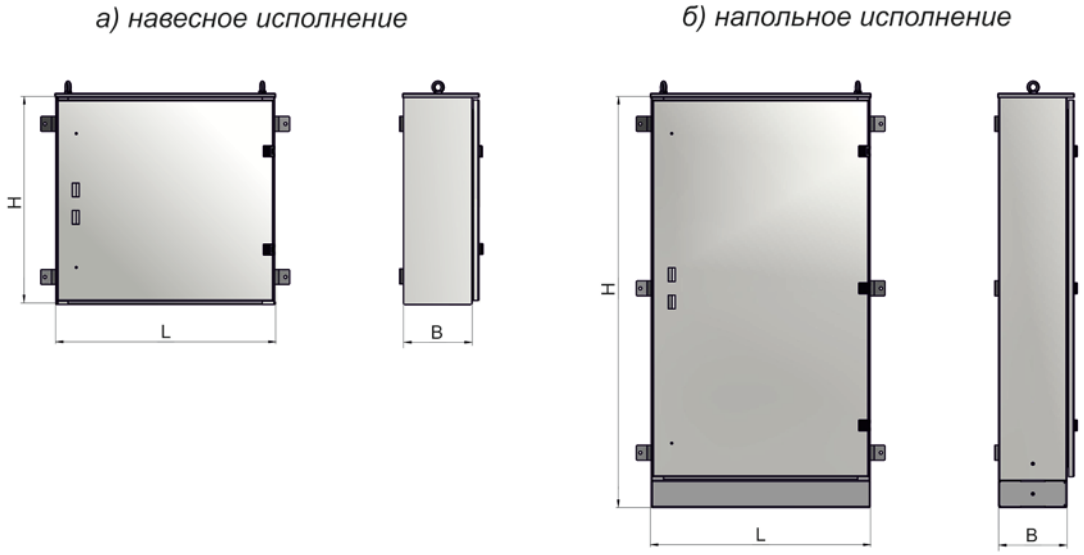

Рисунок 1 – Вид и исполнение шкафов ПР
***Примечание:*** *Вид с размерами см. рисунок 1*